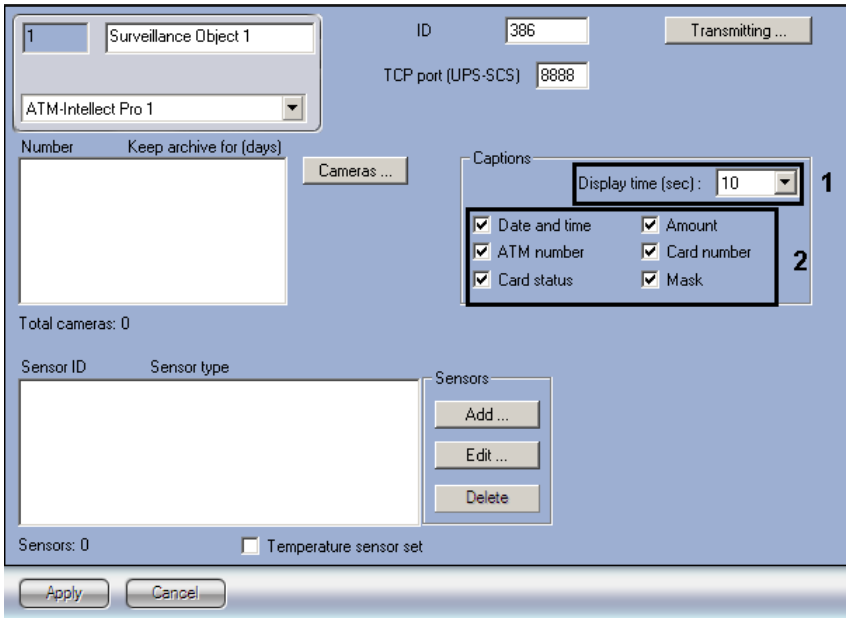

Fig. 4.3—11 Setting information contained in titles
1. Go to the **Surveillance Object** object setting panel (Fig. 4.3—11).
2. In the **Display time (sec)** field set the length of time, in seconds, for which captions are displayed on the video image after the corresponding event occurs at the protected object (ATM) - (see Fig. 4.3—11, 1).
3. Set the checkboxes in front of information which should displayed in captions (2). The **Mask** checkbox is to be set when the card number is to be displayed but all the digits in it except 4 in the beginning and 4 in the end are to be hidden.